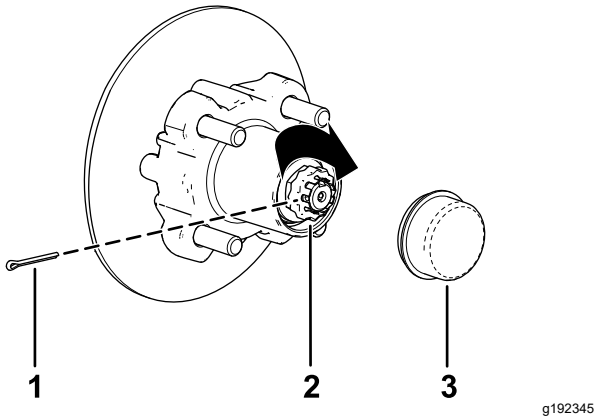

Bild 35
8. Befestigen Sie den Halter über der Mutter und prüfen Sie die Ausfluchtung des Schlitzes im Halter und dem Loch in der Spindel für den Splint (Bild 35).
9. Setzen Sie den Splint ein und biegen Sie jeden Abschnitt um den Halter (Bild 35).
10. Setzen Sie den Staubdeckel auf die Radnabe (Bild 35).